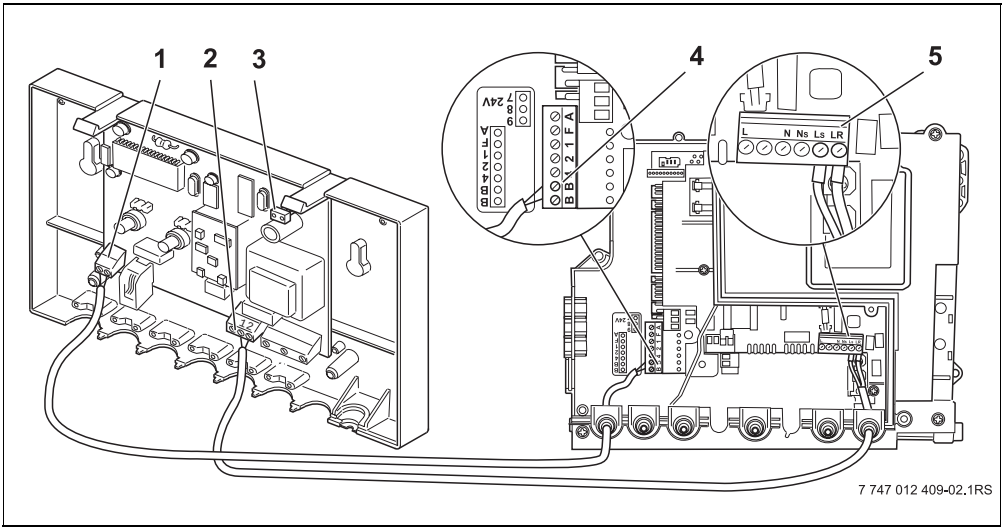

Bild 4 Anschluss für den Betrieb an der Heatronic 3 im Heizgerät
- ▸ Heatronic 3 (→ Bild 4, Seite 8) nach Anschlussplan verdrahten.
- ▸ Dabei die Gummitülle (1) über die Leitung führen.
- ▸ Zugentlastungen (2) fachgerecht verschrauben.